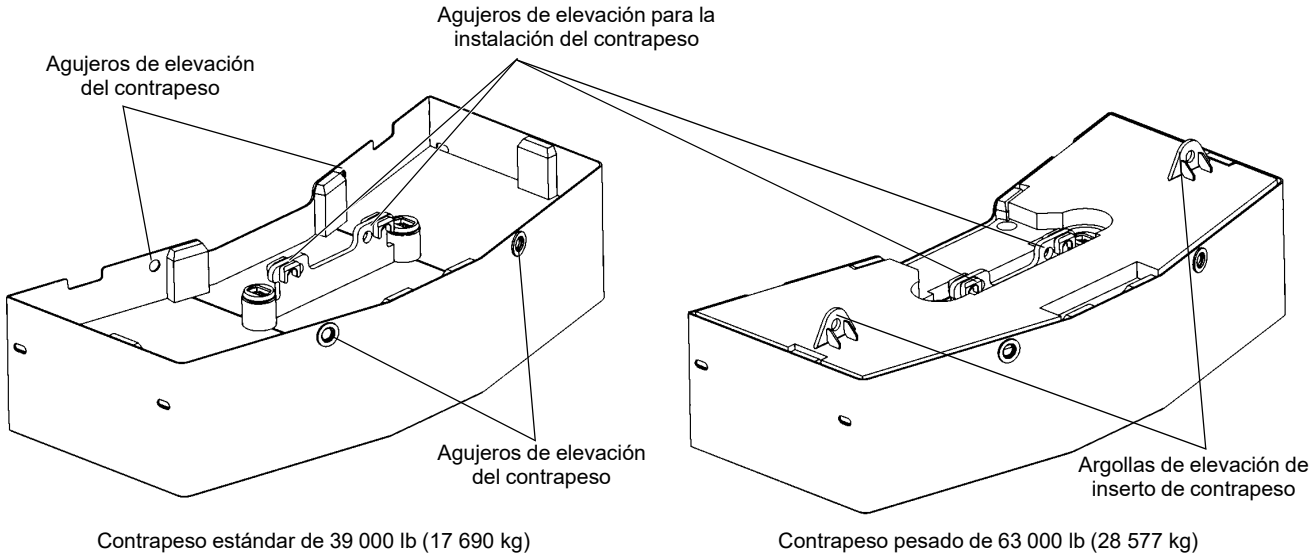

FIGURA 5-7
4. Conecte el conjunto de eslinga al contrapeso estándar por medio de los agujeros de elevación de instalación (Figura 5-7 y Figura 5-8).
1. Enhebre la grúa con tres secciones de cable (Figura 5-7 y Figura 5-8).
10. Conecte el conjunto de eslinga al contrapeso estándar por medio de los agujeros de elevación de instalación (Figura 5-7 y Figura 5-8).
6. Conecte el conjunto de eslinga al conjunto de contrapeso pesado por medio de los agujeros de elevación de instalación (Figura 5-7 y Figura 5-8).
1. Enhebre la grúa con cinco secciones de cable (Figura 5-7 y Figura 5-8).